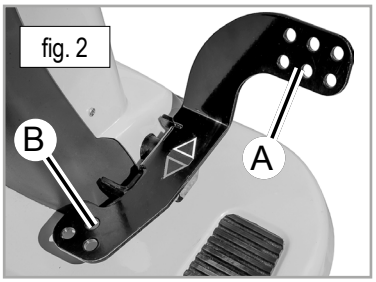
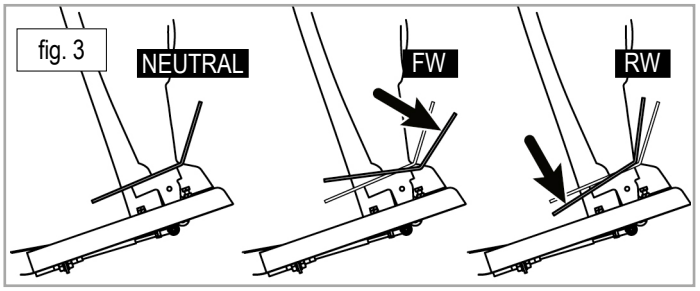

fig. 2
fig. 3
- que la pédale de marche avant/arrière (fig. 2) est en position neutre-NEUTRE (fig. 3).
8. Appuyez doucement sur la pédale d'avancement (fig. 2/A, fig. 3/FW) et commencez à travailler. Utilisez la partie inférieure de la pédale (fig. 2/B, fig. 3/RW) pour la marche arrière.
9. Pour s'arrêter, il suffit de relâcher la pédale d'avancement qui revient en position neutre (fig. 3/NEUTRAL).